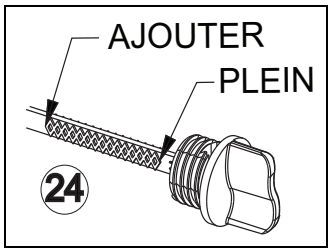

Figure 2-13. Orifice de remplissage/jauge d'huile
3. Essuyez la jauge d'huile (figure 2-13).